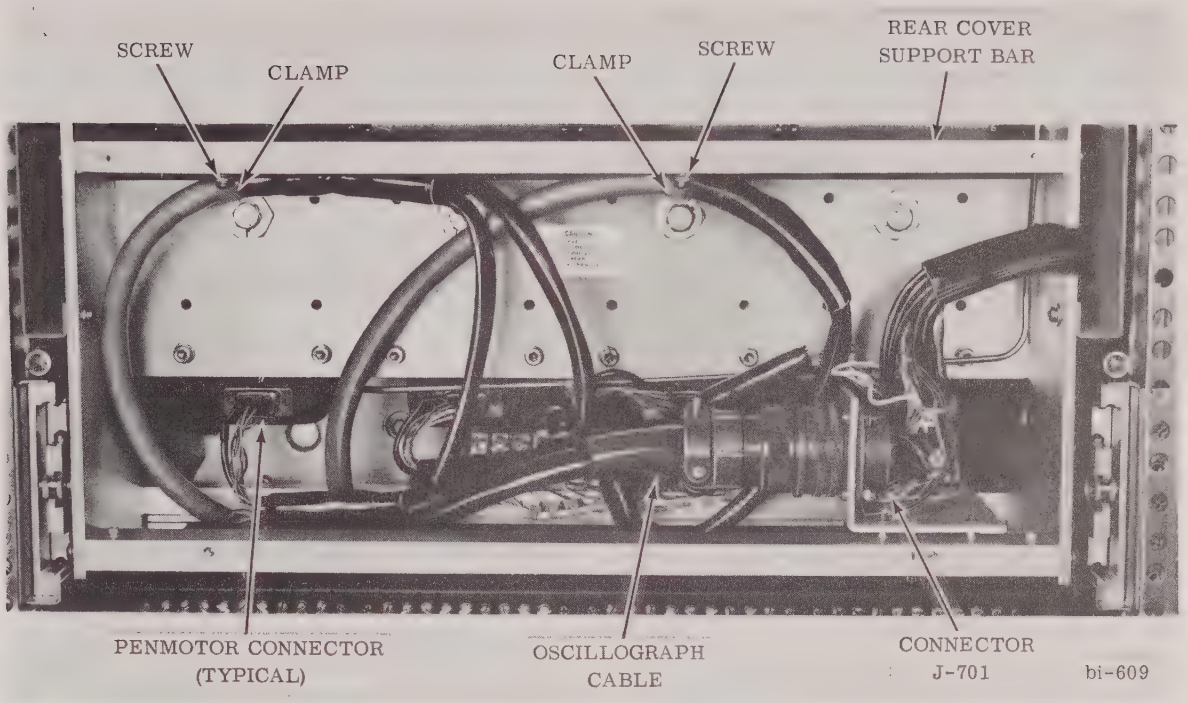

FIGURE 2-7 INSTALLATION OF HORIZONTAL OSCILLOGRAPH
4. Plug penmotor cable connectors into penmotors (Fig. 2-7).
6. Secure penmotor cables to underside of rear cover support bar with two screws and clamps (Fig. 2-7).